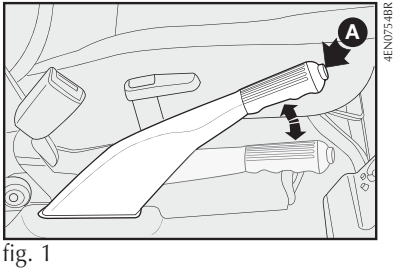

fig. 1
FREIO DE MÃO - fig. 1
1) Levantar levemente a alavanca e apertar o botão de desengate **A-fig. 1**.